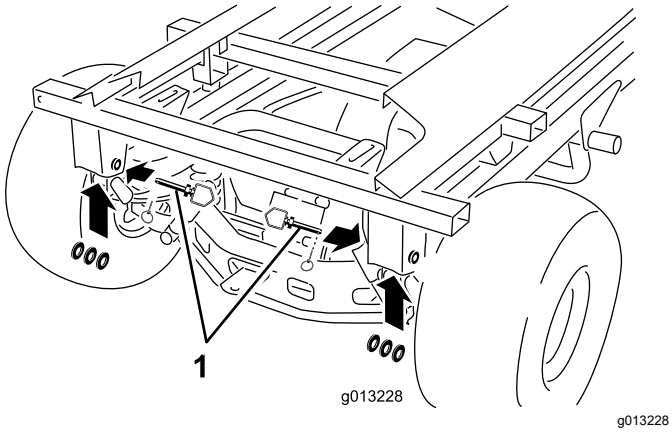

Figuur 52
10. Verwijder de achterste lynchpennen, koppelpennen en ringen (Figuur 52).